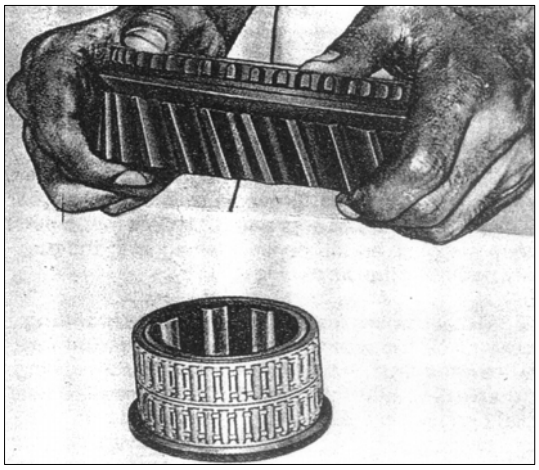

РИС. 213
1) Поставьте опорную втулку шестерни 3-й передачи на чистый стол. Установите сепаратор игольчатого подшипника на втулку шестерни 3-й передачи. Поставьте ведомую шестерню 3-й передачи так, чтобы зубья венца указывали вверх (см. рис. 213).Установите сепаратор игольчатого подшипника на ступицу синхронизатора шестерни 2-й передачи. Установите блокирующее кольцо синхронизатора шестерни 2-й передачи. Установите ведомую шестерню 2-й передачи на игольчатый подшипник ступицы синхронизатора 2-й и 3-й передач, зубчатым венцом к муфте синхронизатора.